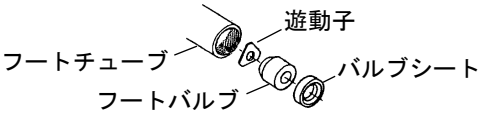

Fig. 13
7) 取り外したフートチューブから、バルブシート、フートバルブ、遊動子を取り出してください（Fig. 13）。